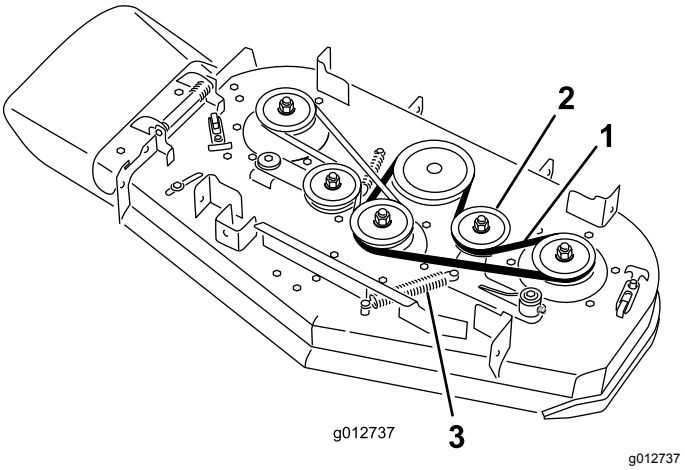

Figur 65
A. Fjern fjederen fra ankerpinden på styreremskivens arm (Figur 65).
B. Fjern den slidte plæneklipperrem (Figur 65).
C. Monter en ny plæneklipperrem omkring klippeskjoldets remskiver, koblingsremskiven og styreremskiven (Figur 65).